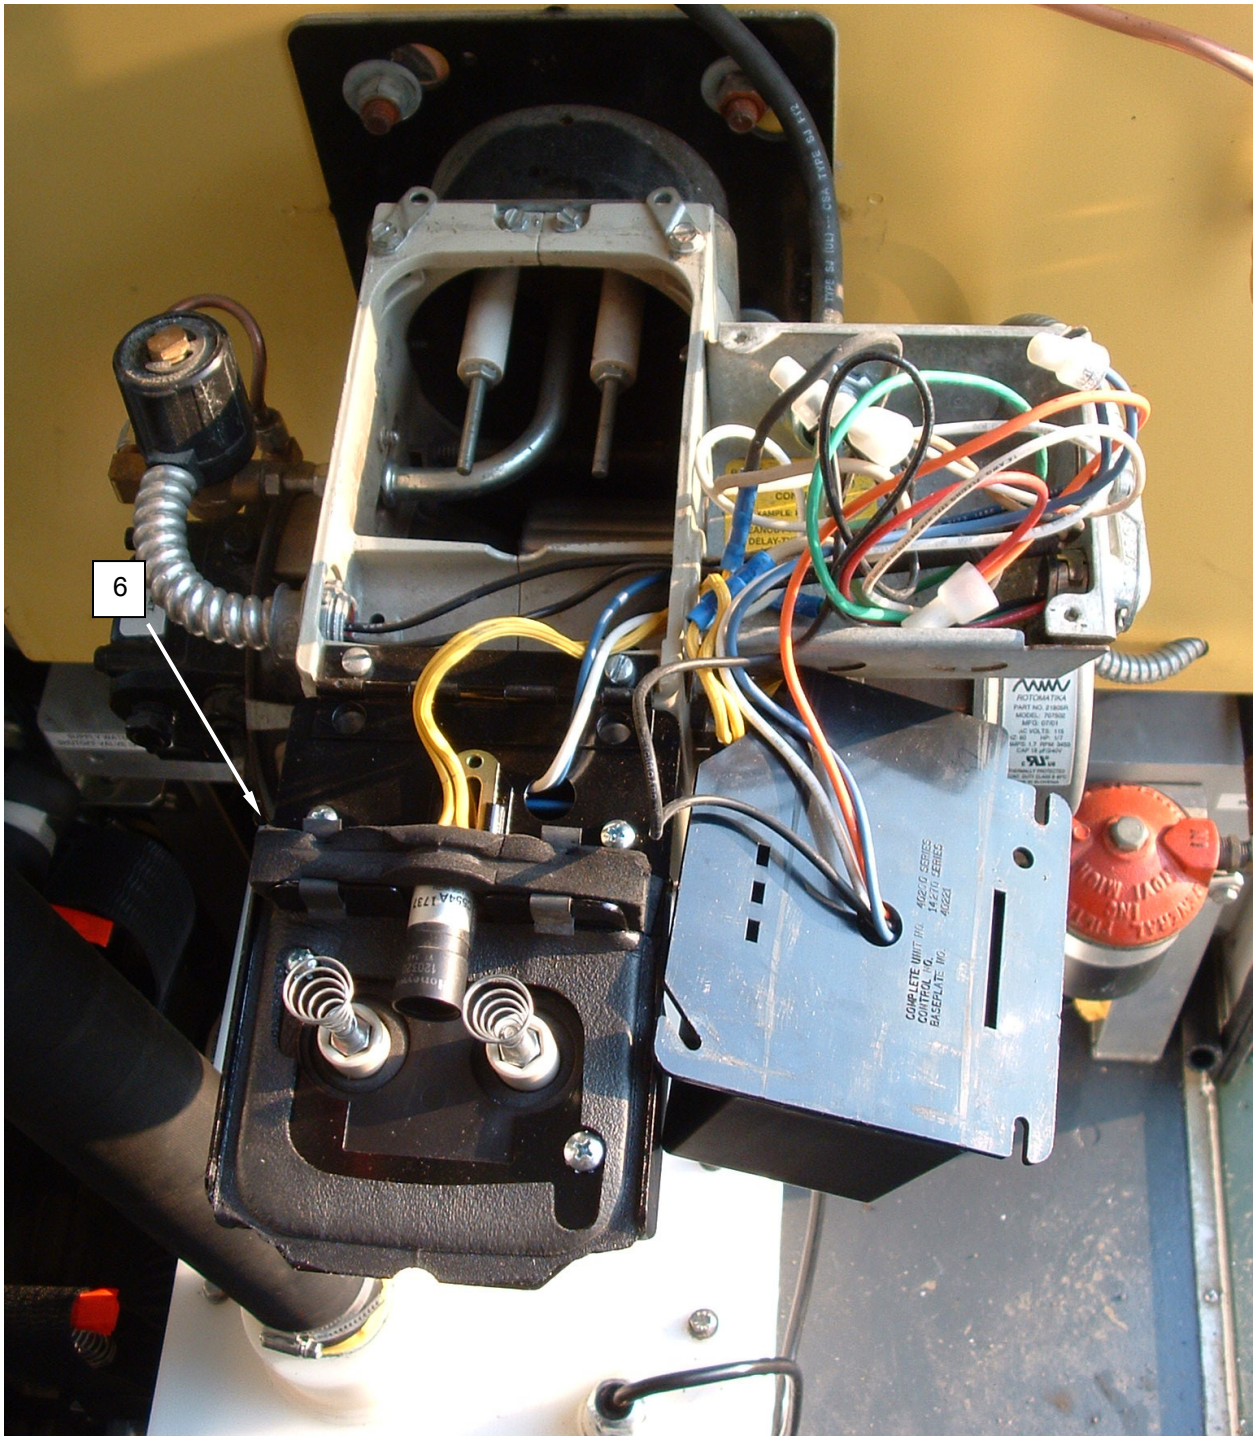

Figure 7. Replace the Burner Transformer.
2. Remove the screws retaining the transformer **(Figure 7, Item 6)** and flip the transformer up and back.
4. Remove the remaining screws at the hinge retaining the transformer **(Figure 7, Item 6)** and remove the transformer.
5. Install the replacement transformer **(Figure 7, Item 6)** and secure in place with screws at the hinge.
7. Place the transformer **(Figure 7, Item 6)** in operating position and retain with screws.